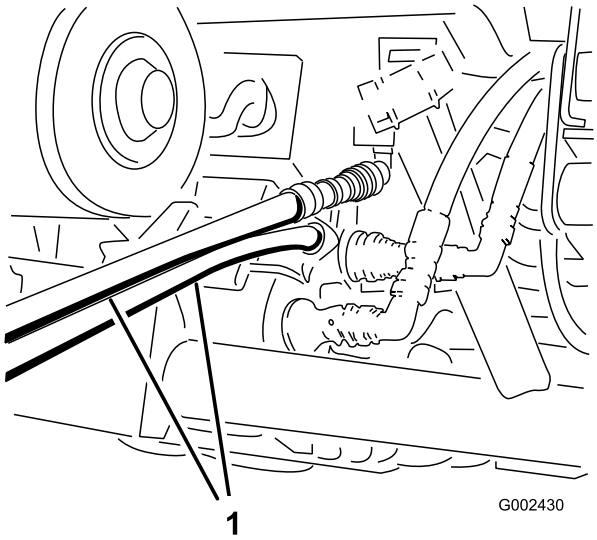

Figuur 73
4. Sluit de twee slangen op het andere voertuig aan op de koppeling die nog in de beugel van de koppeling zit (sluit de bovenste slang aan op de bovenste koppeling en de onderste slang op de onderste koppeling) (Figuur 73). Sluit de niet-gebruikte aansluitingen af.